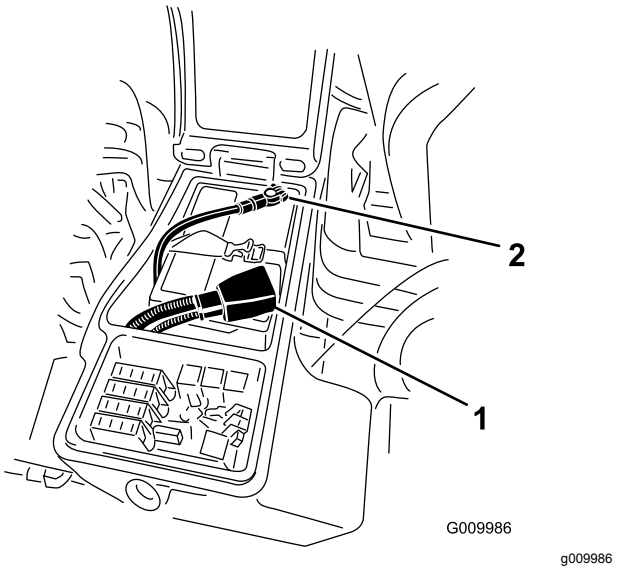

Rysunek 61
4. Podłącz przewód dodatni (czerwony) do bieguna dodatniego (+), a przewód ujemny (czarny) do bieguna ujemnego (-) akumulatora (Rysunek 61).